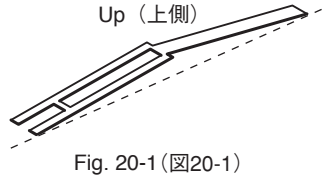

Fig. 20-1（図20-1）
* ***Be careful of the direction of the spring. It should be installed with its projecting end facing upward. (Fig. 20-1)***
※ **スプリングの向きに注意してください。スプリングは、図 20-1 のように上側が凸になるように取り付けます。**